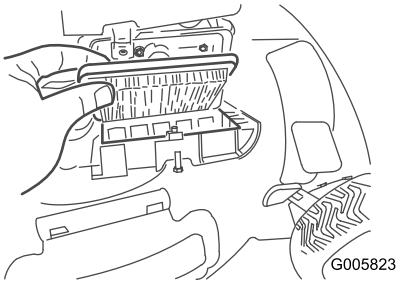

Figur 20
2. Byt ut luftfiltret (Figur 20).